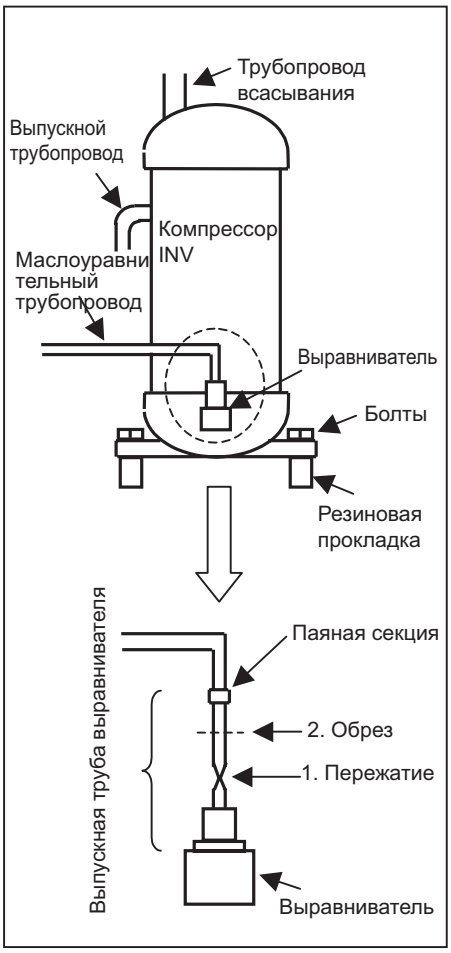
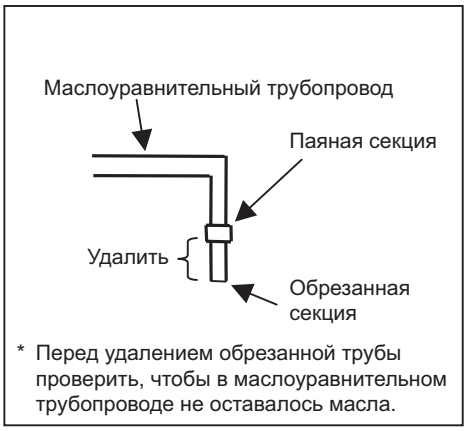

Рис. 1
Рис. 2
(2) Снять звукоизолирующее покрытие неисправного компрессора, отсоединить кабель питания от клеммной колодки компрессора.
(3) После того как хладагент полностью собран, отсоединить паяные секции трубопроводов всасывания и нагнетания с помощью паяльной лампы.
(4) Пережмите маслоуравнительный трубопровод неисправного компрессора в нижней части паяного соединения, как показано на Рис. 1, и отрежьте в точке между местом пережатия и паяным соединением, чтобы не вышло оставшееся масло.
(5) Снимите три болта резиновой прокладки, чтобы снять неисправный компрессор с блока.
(6) Проверьте, чтобы в маслоуравнительном трубопроводе не оставалось масла, как показано на Рис. 2, затем отрежьте трубу в паяном соединении с помощью паяльной лампы.
(7) Поставьте на блок новый компрессор.